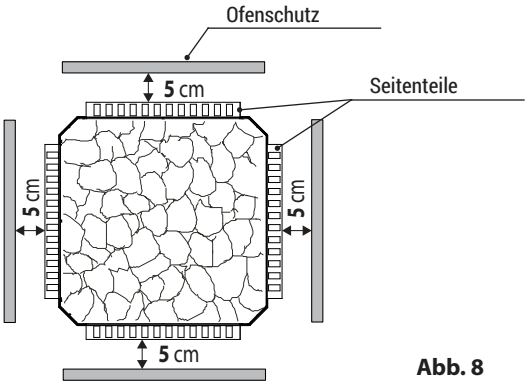

Abb. 8
Seitenteile sind optional als Zubehör erhältlich und können nach Wunsch an 1- 4 Seiten angebracht werden. Durch die Montage der Seitenteile wird die seitliche Wärmestrahlung reduziert, dass die Mindestabstände zu brennbaren Materialien nur noch 5 cm betragen (Abb. 8).
- Die Abstände zwischen Heizgerät und Kabinenwand, sowie Ofenschutz, Liegebank und anderen brennbaren Materialien ändern sich auf 5 cm (siehe Abb. 8).